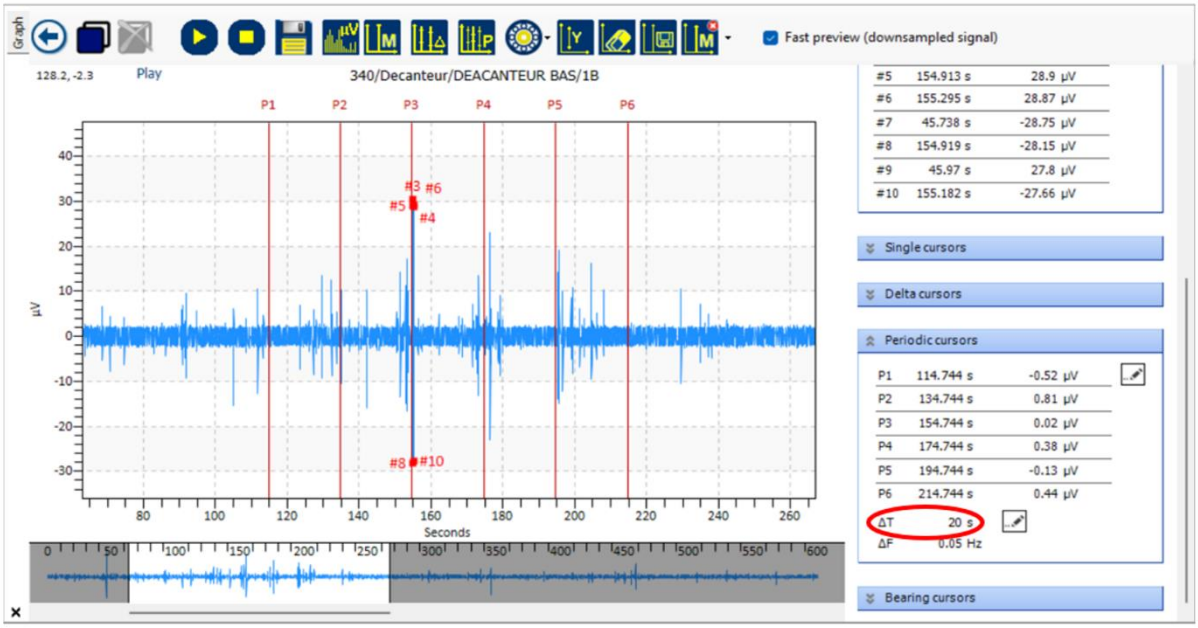
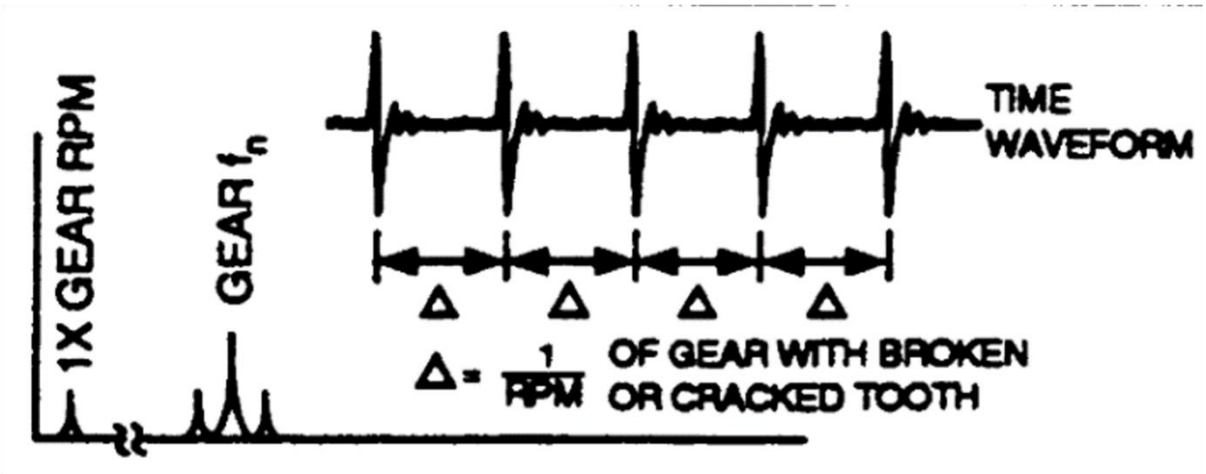

**Figure 1 - 10 Minute Time Waveform of Wastewater Decanter Centrifuge Pinion**
**Figure 2 - Cracked or Broken Tooth**
**Failed Bearing 2 – Figure 2 – UAS3 Bearing Toolbox, BPFO Fault Frequency Cursors.**
The 10-minute time waveform recording can be observed below in Figure 1.
Cracked and broken teeth generate high levels of ultrasound at 1 x RPM in the time waveform. Figure 2 depicts what a typical time waveform looks like when dealing with a cracked or broken tooth.
Observed in Figure 1, we can see a similar pattern to that in Figure 2. There is a pronounced spike every time the problem tooth tries to mesh with the teeth of the bull gear. The time between impacts corresponds to 1/RPM of the gear with the tooth problem. This data analysis lead SDT's Reliability Technicians to believe there is a cracked/broken tooth on the pinion gear.